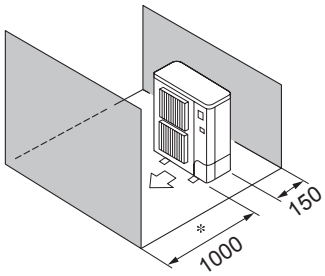

Fig. 3-9
⑤ Окружающие предметы - только спереди и сзади (Fig. 3-9))